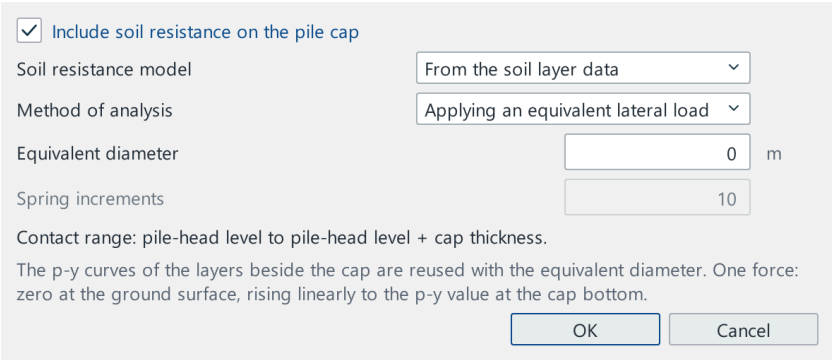

Figure 16.43 — Example 9 — Embedment & Soil Resistance of the cap
3. Select the cap; **Assign** ▸ **Cap** ▸ **Embedment & Soil Resistance…**: tick the resistance, model *From the soil layer data*, method *Applying an equivalent lateral load* (Figure 16.43). Run.